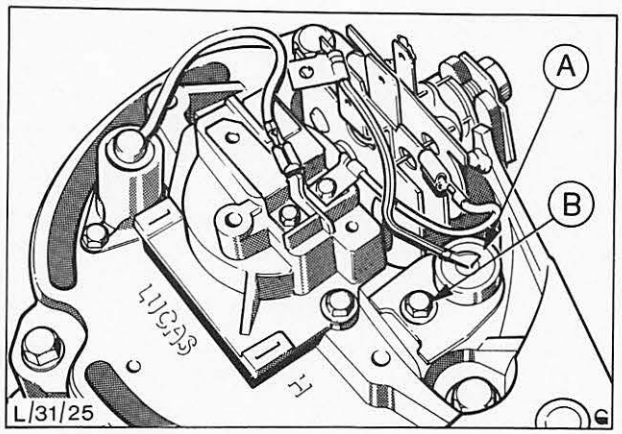

Abb. 43 Überspannungsschutzdiode ausbauen (18ACR)
5. Überspannungsschutzdiode, A in Abb. 43, entfernen.